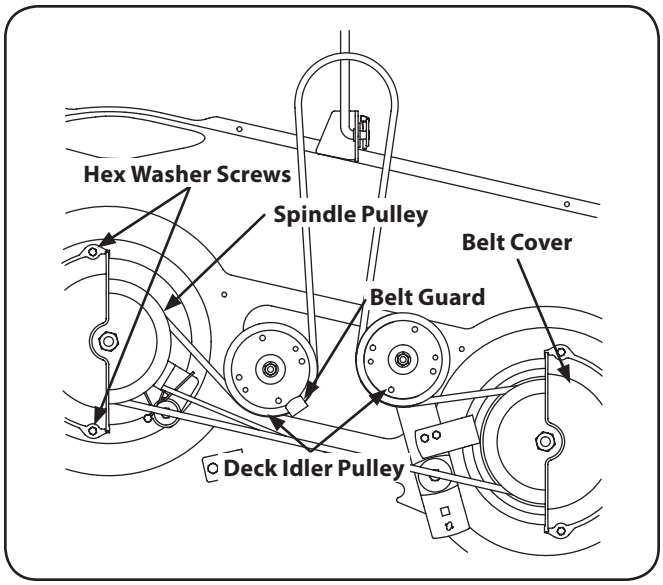

Figura 7-6
2. Retire la cinta cubre quitando los tornillos hexagonales que sujetan lavadora a la cubierta. Véase la figura. 7-6.
4. Retire con cuidado la cinta de cubierta de alrededor de las dos poleas del husillo y las dos poleas polea tensora de la cubierta. Véase la figura. 7-6.
5. Para colocar la correa nueva, empieza haciendo que el cinturón alrededor de las dos poleas exterior del huso, como se muestra en la figura. 7-6.
6. Luego, la cinta de ruta alrededor de las dos polines poleas de la cubierta como se muestra en la figura. 7-6.